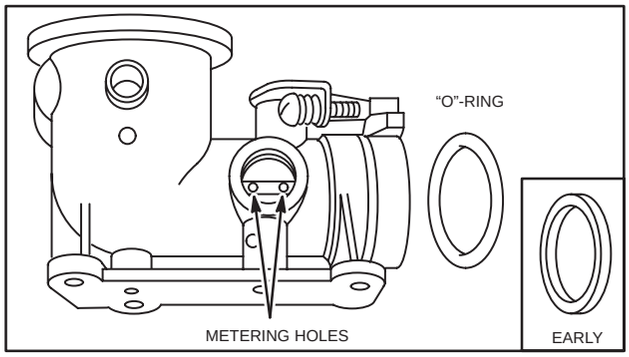

Fig. 146 – METERING HOLES AND "O"-RING, TYPICAL
1. Remove and discard "O"-ring, Fig. 146.
4. DO NOT ALTER SIZE OF HOLES, Fig. 146.